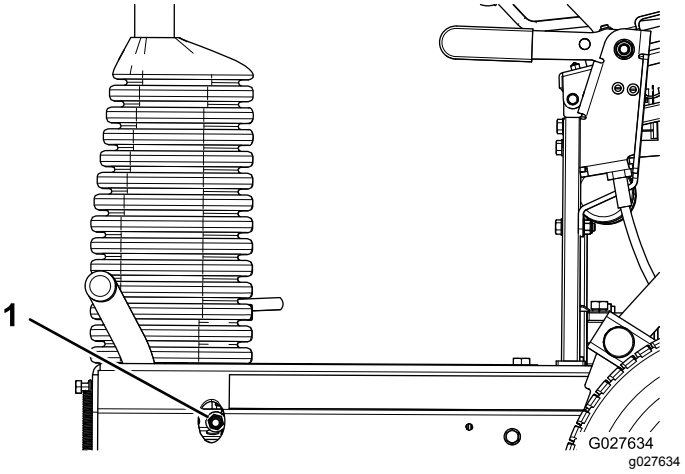

Rysunek 37
- Aby zwiększyć siłę hamującą, dokręć nakrętkę blokującą hamulca (Rysunek 37).
- Aby zmniejszyć siłę hamującą, odkręć nakrętkę blokującą hamulca (Rysunek 37).